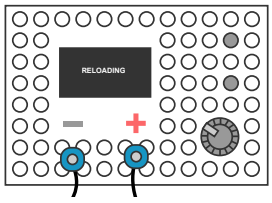

figure 5.2
In case if the protection is activated the device will display a corresponding message on the screen and will beep ***(figure 5.2)***.
- At low voltage values in the overload mode, protection can be activated to prevent the device from failing. The protection is activated in response to overheating of the power elements of the device. At the same time, the lower part of the PSU can be heated to 50-60 °C. When the protection is activated, the device will display a corresponding message on the screen and will beep ***(figure 5.2)***.